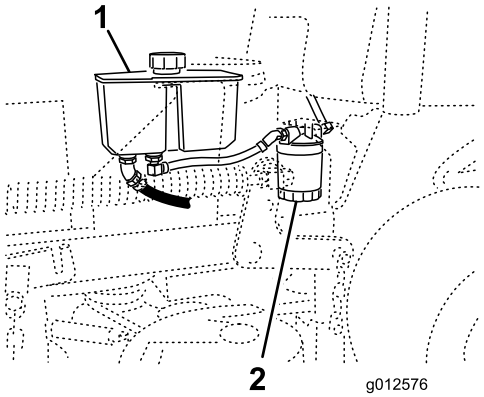

Figura 76
3. Localice el filtro y coloque un recipiente debajo del filtro (Figura 76).